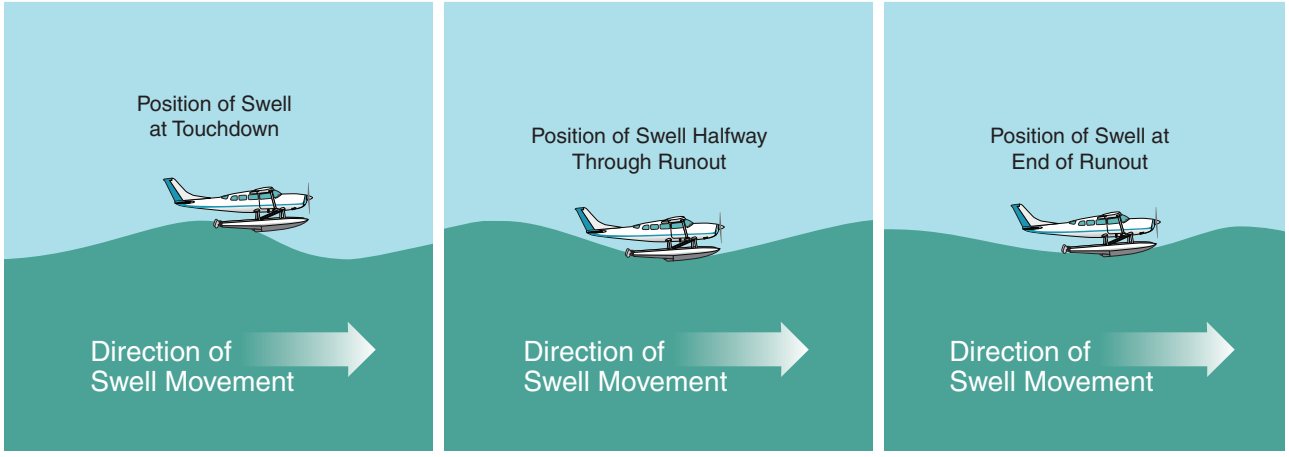

**Figure 8-5. Landing in the same direction as the movement of the swell increases the apparent length between swell crests.**
**Downswell Landing**—The swell is moving with the seaplane during the landing runout, thereby increasing the effective swell length by about 250 feet and resulting in an effective swell length of 750 feet. If the seaplane touches down just beyond the crest, it finishes its runout about 140 feet beyond the next crest. [Figure 8-5]